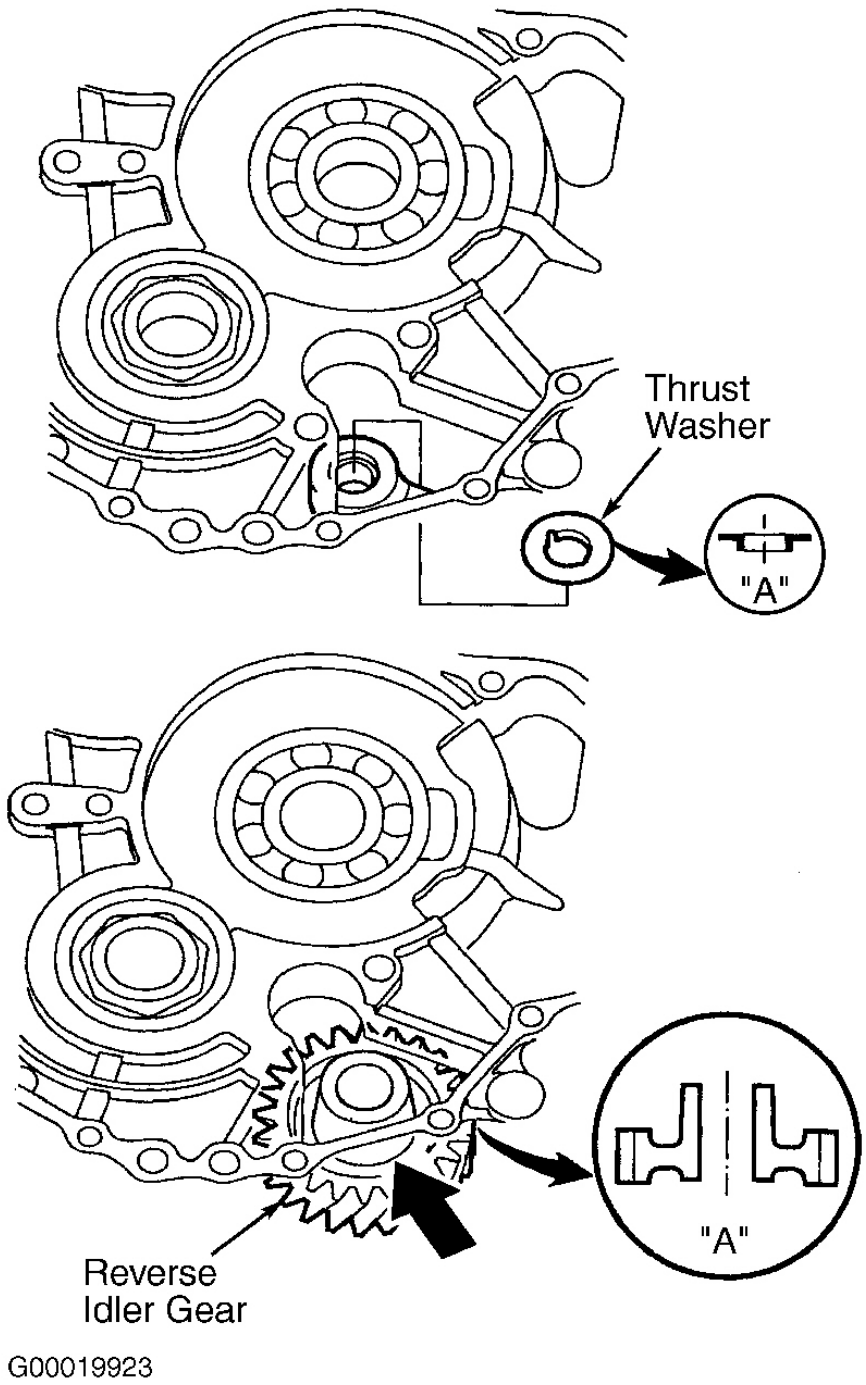

Fig. 57: Installing Reverse Idler Gear
6. Place the thrust washer in the transmission housing. See **Fig. 57** .